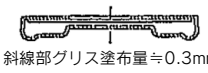
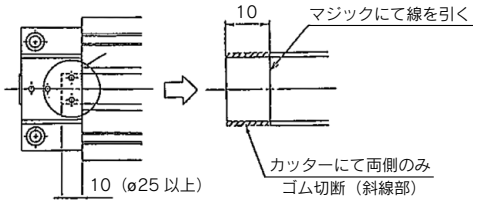

図1
図2
②組立
a. 交換用ダストシールバンドは、あらかじめ図2の追加工を施した上、注1)図1のとおり全体にグリースを塗布します。
注1)図1のように、グリースを均一に塗布してください。なお、グリースはリチウム石鹸基グリースの稠度、1号または2号をご使用ください。